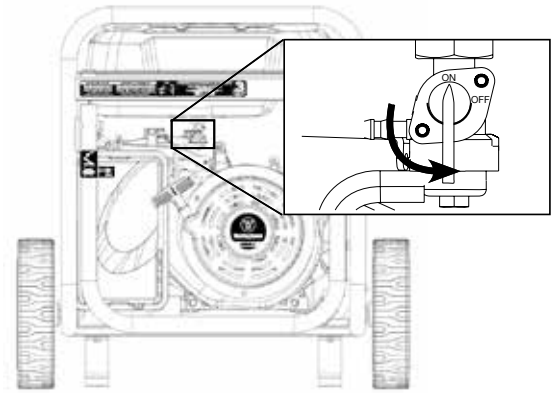

Figura 9 - Cierre de combustible - ENCENDIDO
① Posición de funcionamiento del disyuntor principal de 240 / 120V
② Posición disparada del disyuntor principal de 240 / 120V
③ Posición de funcionamiento del disyuntor de 120V
④ Posición disparada del disyuntor de 120V
4. Mueva la válvula de cierre de combustible a la posición de ENCENDIDO (vea la Figura 9).
3. Mueva la válvula de corte de combustible a la posición de ENCENDIDO (vea la Figura 9).